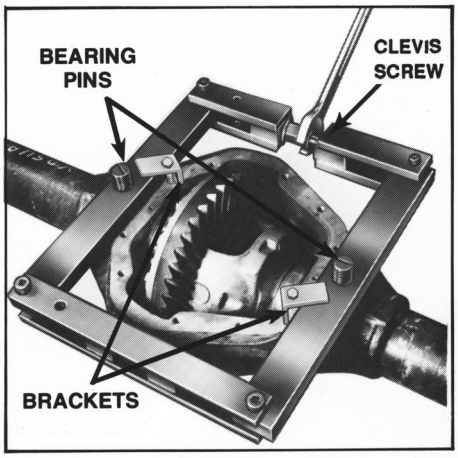

FIGURE 1
2. See Figure 1. The bearing pins (#1) have a 7/8" dia. thread on one end and a 1" dia. thread on the other end. Place the spreader on the carrier housing, and determine which threaded end of the pin should be used.
WARNING: To prevent personal injury, the brackets (#7) must have maximum contact with the flat, parallel surfaces on the carrier housing and the bolsters. See Figure 1.